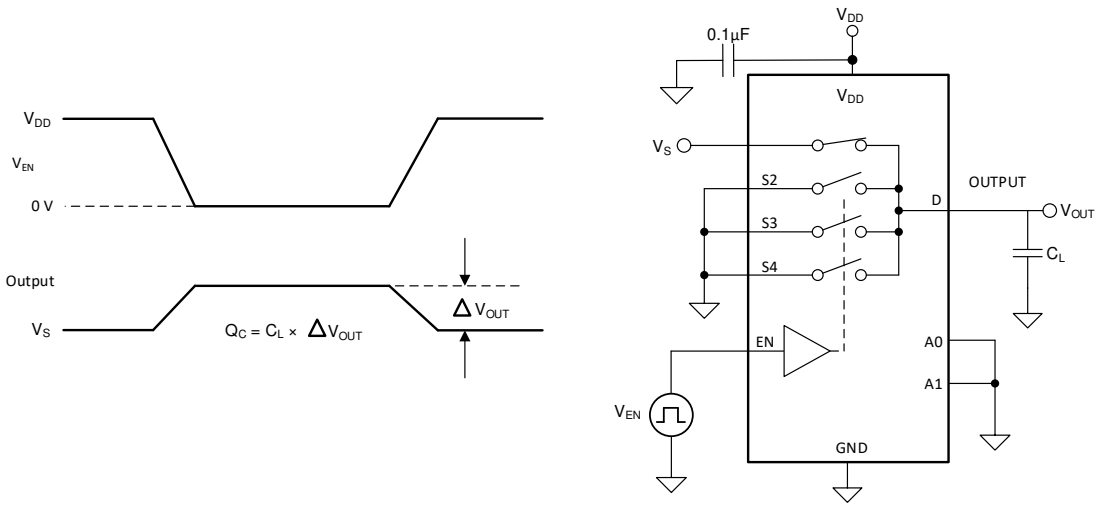

Figure 13. Charge-Injection Measurement Setup
The TMUX1204 has a transmission-gate topology. Any mismatch in capacitance between the NMOS and PMOS transistors results in a charge injected into the drain or source during the falling or rising edge of the gate signal. The amount of charge injected into the source or drain of the device is known as charge injection, and is denoted by the symbol Q_C. Figure 13 shows the setup used to measure charge injection from source (Sx) to drain (D).